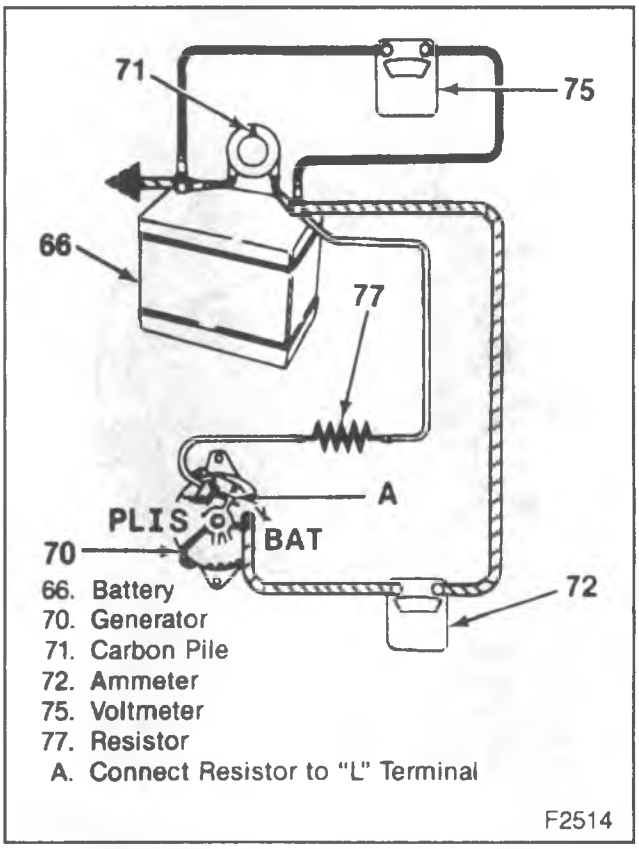

Figure 11—Connections for Bench Check Test
1. Make connections as shown in figure 11, but be sure to leave the carbon pile disconnected. The ground polarity of the generator and battery must be the same. The battery must be fully charged. Use a 30 to 500 ohm resistor between the battery and the "L" terminal.